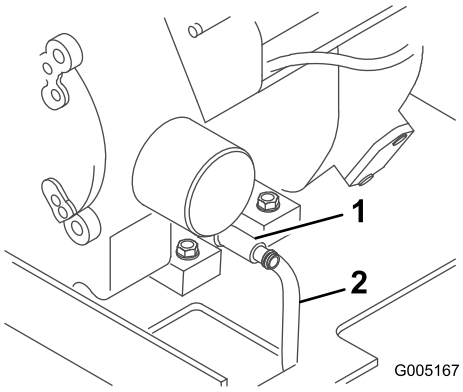

Figure 23
4. Raccordez une extrémité du flexible au robinet de vidange et placez l'autre dans un bac (Figure 23).
5. Ouvrez le robinet de vidange d'huile en le tournant dans le sens antihoraire et en le soulevant (Figure 23).